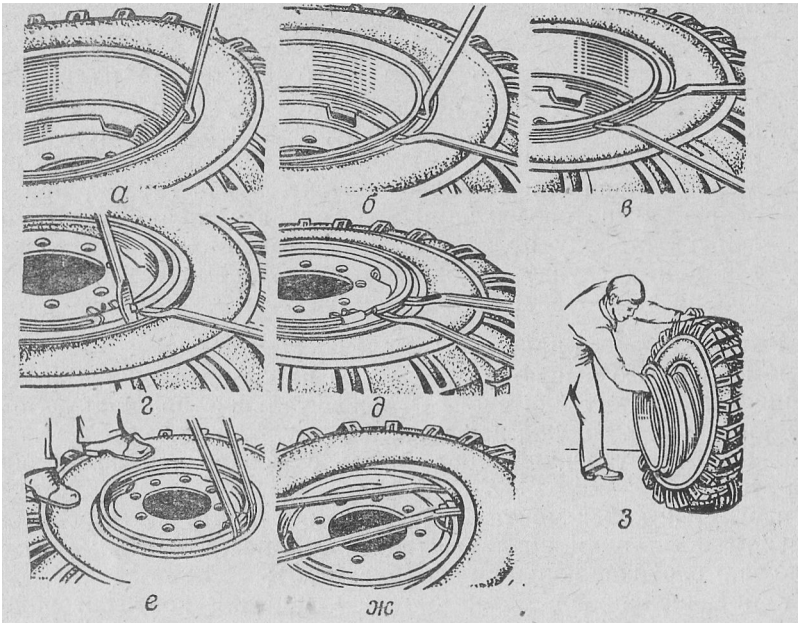

Рис. 61. Приемы разборки колеса с шиной
изогнутый конец монтажной лопатки вставить между бортовым кольцом и фланцем обода в монтажный паз; отжать монтажной лопаткой бортовое кольцо вниз (рис. 61,а);
в образовавшийся зазор вставить плоский конец второй лопатки (рис. 61,6), освободить первую лопатку. Последовательно продвигаясь по окружности обода, вставляя концы обеих лопаток в образуемый зазор (рис. 61, в) и осаживая борт шины через бортовое кольцо, снять его с посадочной полки обода.
3. Снять замочное и бортовое кольца, для чего вставить плоский конец одной лопатки в паз на конце замочного кольца, а второй лоцаткой поднять снизу тот же конец замочного кольца, отжимая первой лопаткой конец кольца из замочной канавки, выжать, его вверх (рис. 61, г). Удерживая выжатый конец кольца второй лопаткой, освободить первую лопатку и завести ее плоский конец под кольцо. Выжимая кольцо монтажными лопатками по окружности колеса, снять (рис. 61, <Э) замочное кольцо.
— в зоне вентильного отверстия завести плоские концы обеих лопаток между шиной и ободом (рис. 61, *е)* на расстоянии 150—250 мм одна от другой. Прикладывая усилия к монтажным лопаткам, вывести часть борта наружу (рис. 61,ас), при этом противо-
5. Утопить вентиль в полость шины. Поставить колесо в вертикальное положение. При этом нижняя часть борта шины должна находиться в монтажном ручье обода. Извлечь обод из шины, как показано на рис. 61, *з.*